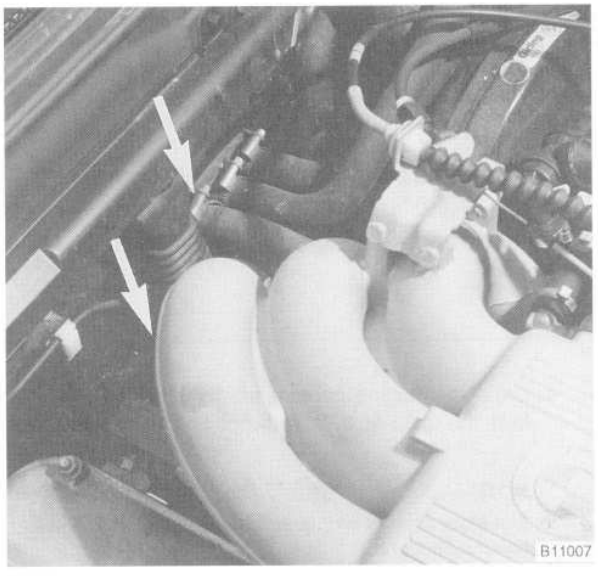

Fig. 1. Heater hoses at bulkhead and at rear of cylinder head (**arrows**).
8. Disconnect the heater hose from the rear bulkhead and from the rear of the cylinder head as shown in Fig. 1.